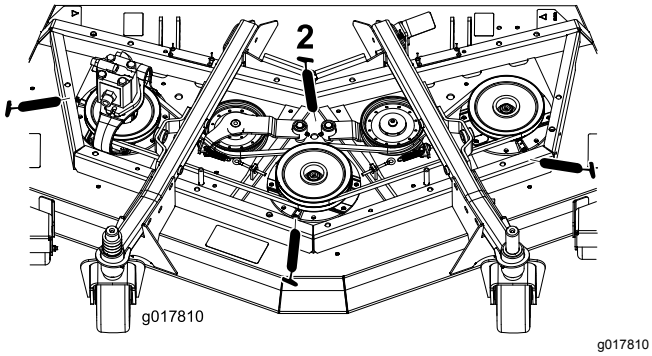

Figuur 62
- Lagers van as (3) (onder de poelie) (Figuur 62)
- Lagerbussen van draaipunt van arm van spanpoelie (2) (Figuur 62)